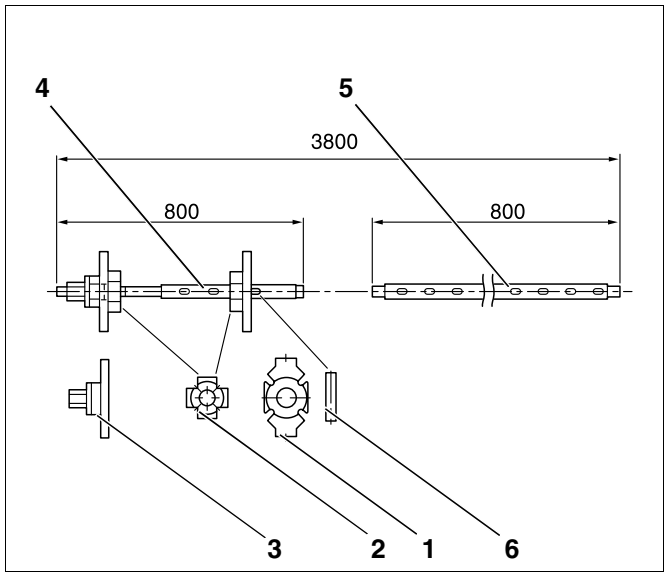

Afb. 2 Set keteltrekstangen maat 2.3 (maten in mm)
– keteltrekstangen 2.3 (afb. 2, pagina 10)